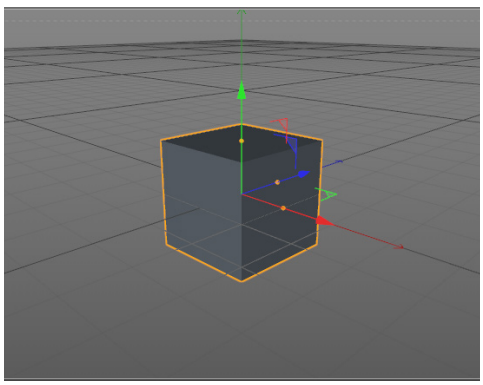

Figure 3-13 *Cube created in the Perspective viewport*
1. Choose **Create > Primitive** from the main menu; a cascading menu is displayed. Next, choose **Cube** from it; a cube is created in the Perspective viewport, as shown in Figure 3-13. and *Cube* is added to the Object Manager.